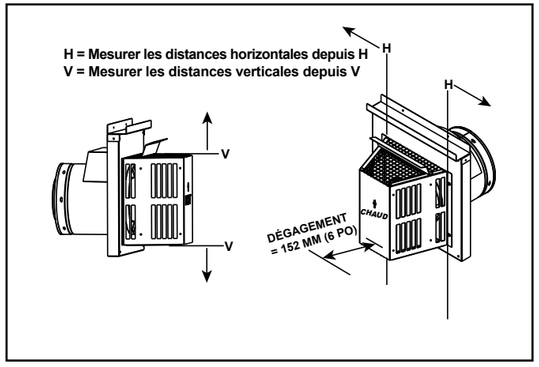

Figure 4.3
- Mesurez les dégagements des chapeaux des extrémités horizontales et verticales comme indiqué à la figure 4.3 et 4.4.